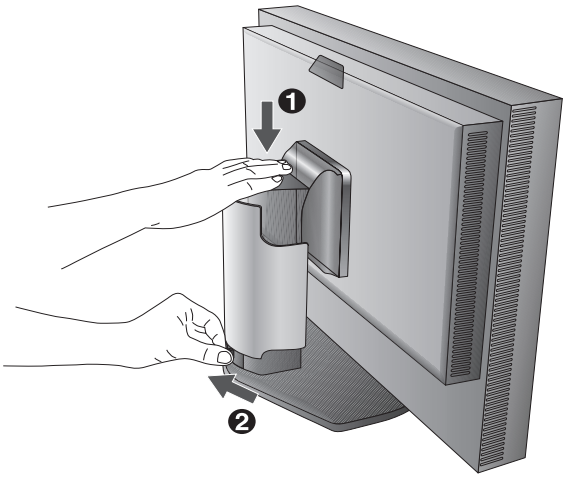

**Рисунок B.1**
3. Регулировка высоты заблокирована кнопкой блокировки. Чтобы опустить экран, надавите на монитор сверху. Сдвиньте кнопку блокировки, чтобы разблокировать подставку (**Рисунок B.1**).